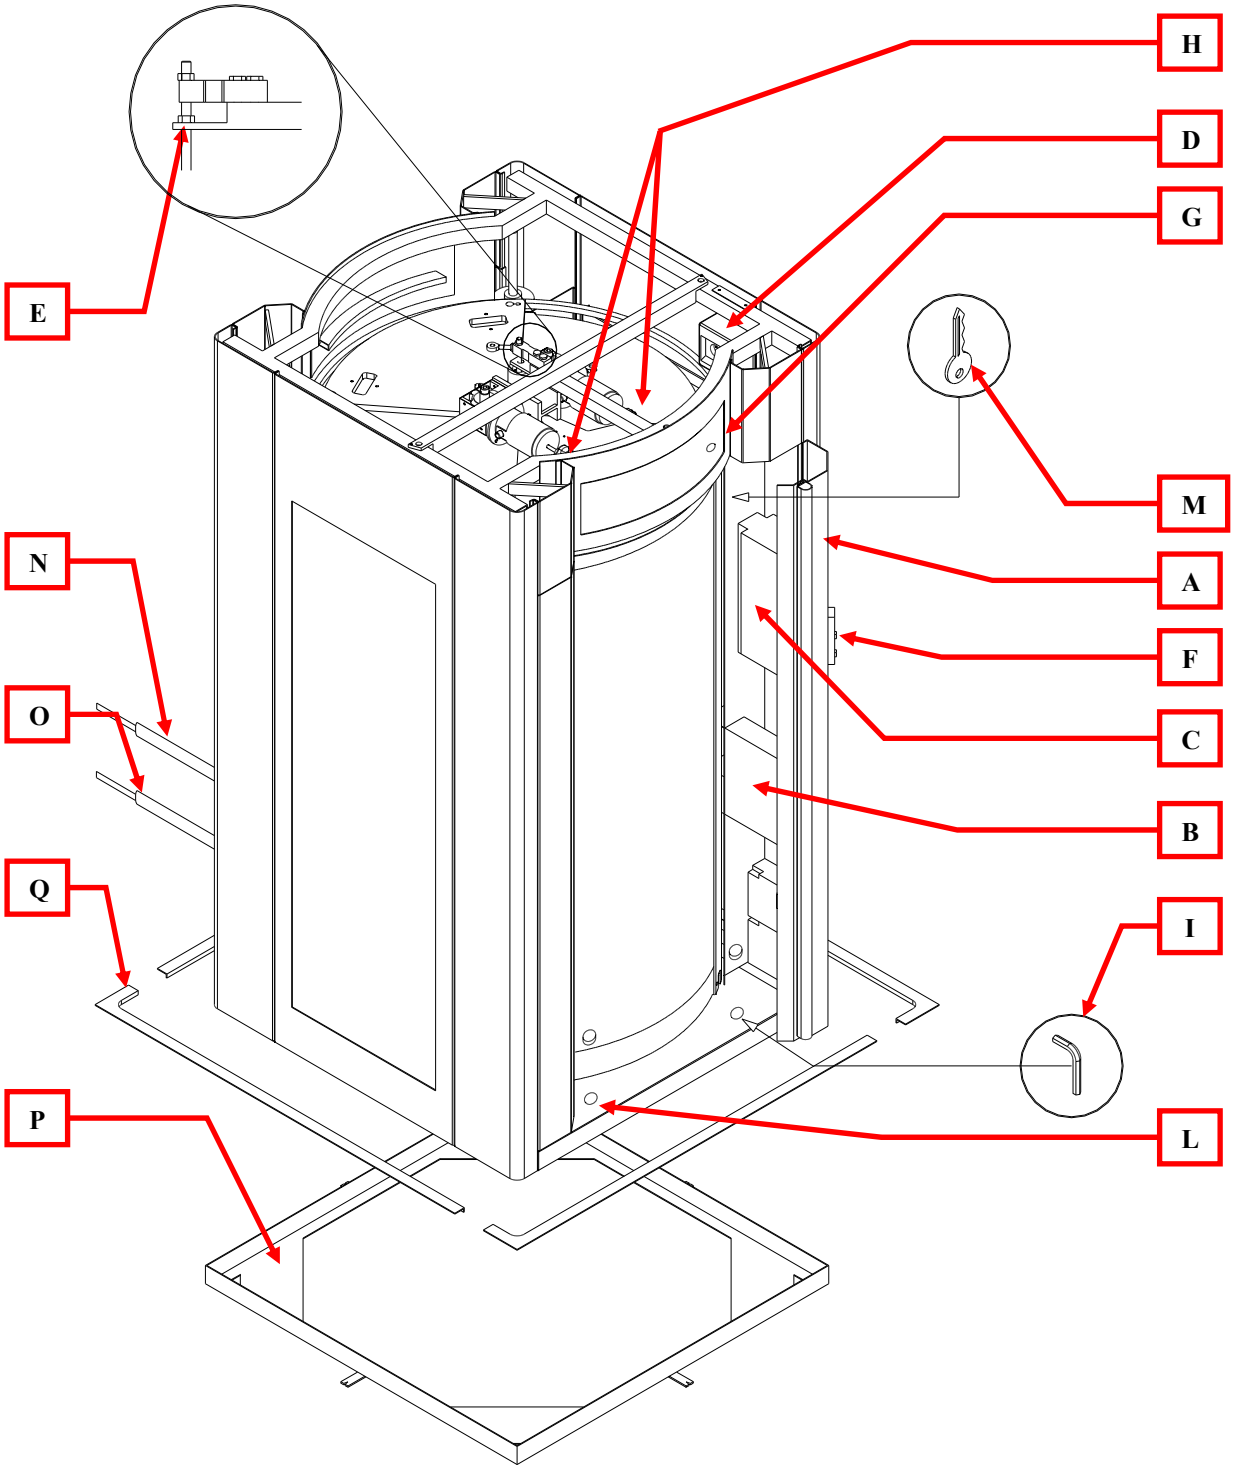
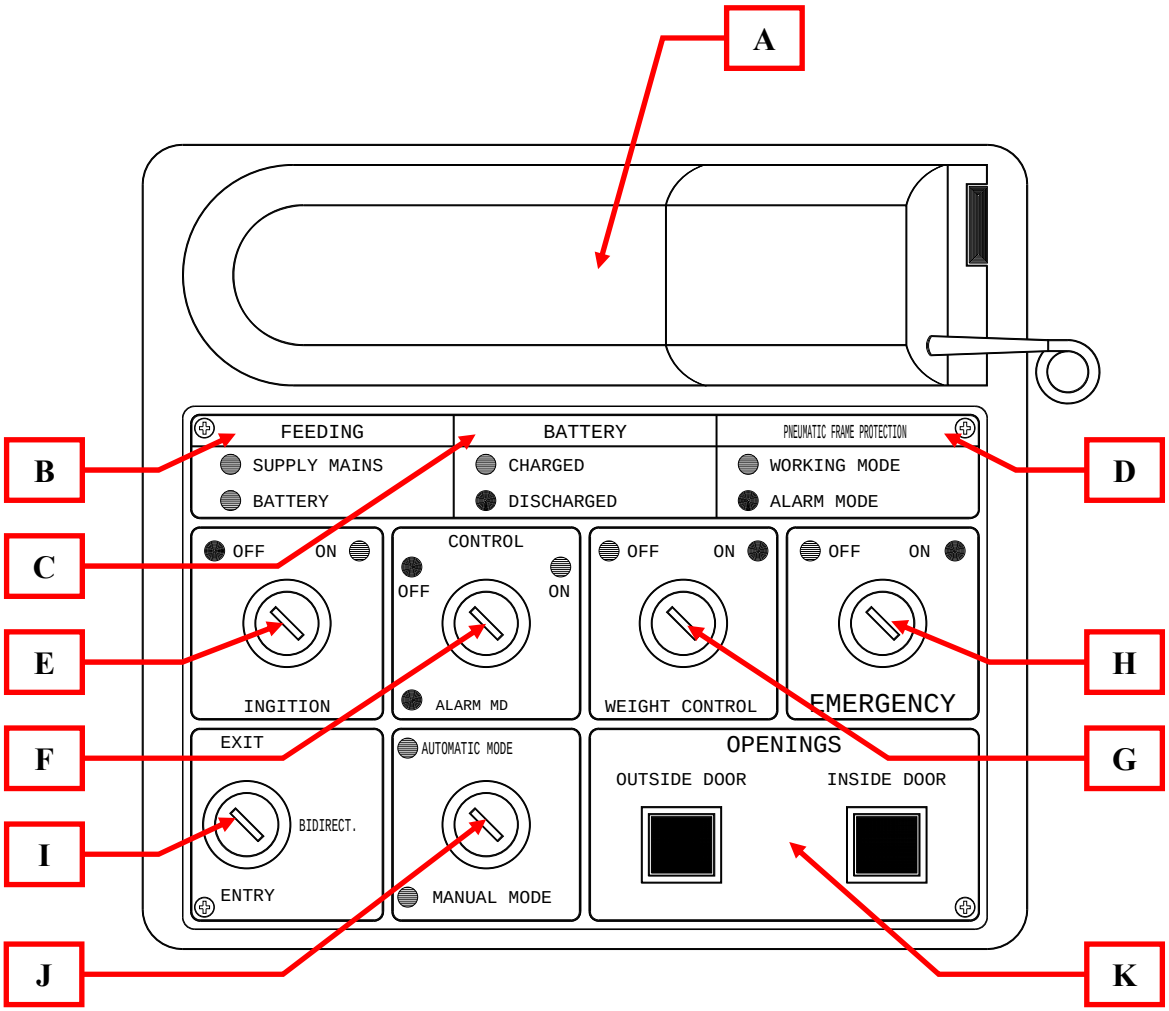

РИС. 1
РИС. 2
- Установите кабину при помощи анкерного крепления по уровню. Для стабилизирования кабины используйте выравнивающие крепления (рис. 1, L). Выставление кабины по уровню ЧРЕЗВЫЧАЙНО ВАЖНО для корректной работы шлюза.
- Используйте кабель питания (2x2.5 mm² + земля) над крышей шлюза (рис. 1, N) и соедините его с главнысм выключателем, находящимся в верхней части шлюза. (рис. 1, D). Главный выключатель состоит из двух модулей. Первый замыкает основное питание, второй замыкает дополнительное питание от аккумуляторов.
- Проложите кабель управления (рис. 1, O) над крышей шлюза в трубе или лотке от шлюза до места, где будет установлена управляющая консоль.
- Открутите болты, удерживающие корзину во время перевозки (рис. 1, E).
- Включите шлюзовую кабину с помощью основного ключа на консоли (рис. 2, E) и ключа, расположенного на внешней стороны крыши шлюза (рис. 1, M)
Если прерывание длится более, чем 20 секунд, генерируется оптико-акустическая тревога в консоли управления (ошибка работы, рис. 2 поз. D), которая предупреждает охранника о сбое системы предотвращения несчастного случая.
Шлюзовая кабина может быть активирована/деактивирована в зависимости от положения ключа *«Включено»* (“*Turn on*”) на консоли управления охранника (рис. 2, поз. E) или с помощью ключа, расположенного на лицевой стороне шлюзовой кабины (рис. 1, поз. M)
При закрывании помещения но ночь, в конце последнего выхода через шлюз, можно деактивировать (выключить) шлюзовую кабину, используя ключ, расположенный на лицевой стороне шлюзовой кабины (рис. 1 поз. M), т.н. процедура *«Последнего выхода»* (“*Last Exit”*).
Это может быть сделано только при положении ключа *«Включено»* (*“Turn on”*) консоли управления в значении «ВКЛ» (“ON”) – рис. 2, поз. E, вне зависимости от положения всех остальных ключей или переключателей.
В случае, когда необходимо разрешить проход посетителя с металлическим предметом или оружием, нет необходимости выходить из шлюза (если он уже внутри). Охранник может отключить проверку металлодетектора ключом на консоли управления (рис.2, поз.F), после чего проход может быть осуществлен как обычно.
В то время, когда необходимо запретить проход через шлюзовую кабину достаточно отключить кнопку вызова внешней двери. Для этого нужно перевести ключ, управляющий режимом прохода в положение «Ручной» (“Manual”) – рис.2 поз.J.
Существует специальный ключ консоли управления (рис.2, поз.H) для одновременного открывания обеих дверей. При пропадании электропитания или ошибках в шлюзе, двери могут быть открыты вручную.
Если существует необходимость одновременного прохода двух человек, необходимо выключить проверку веса на консоли управления (рис. 2 поз. G).
Резкие скачки напряжения в сети питания или продолжительное отключение электроэнергии могут привести к непрерывному открыванию и закрыванию внешней двери, аналогичному присутствию посторонних предметов внутри шлюза. Для восстановления нормальной работы шлюза необходимо выключить шлюзовую кабину и включить через несколько секунд с помощью консоли управления (рис.2, поз. E). Перед проведением этой операции необходимо убедиться, что внутри шлюза действительно нет посторонних предметов.
В соответствие с рис. 2, функции консоли управления: